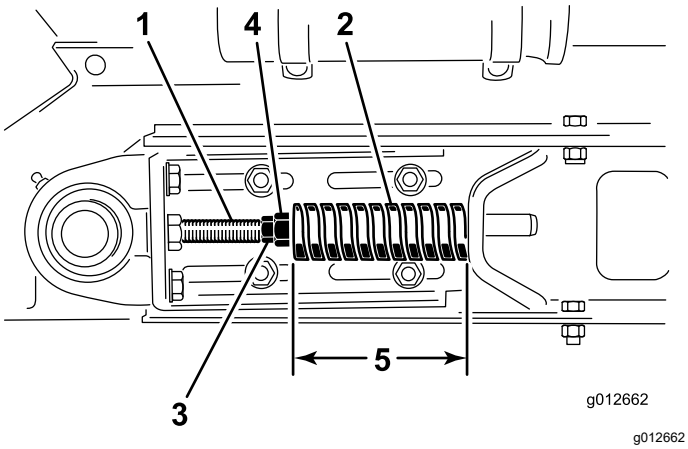

Figuur 25
3. Draai de achterste contramoer los (Figuur 25).